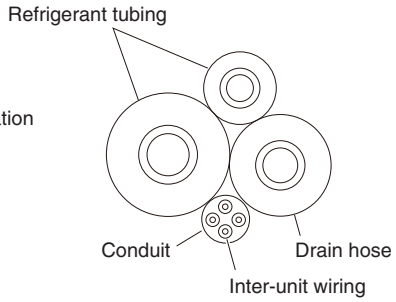

Fig. 3-27
(5) Assemble the refrigerant tubing, drain hose, and conduit (including inter-unit wiring) as shown in Fig. 3-27.